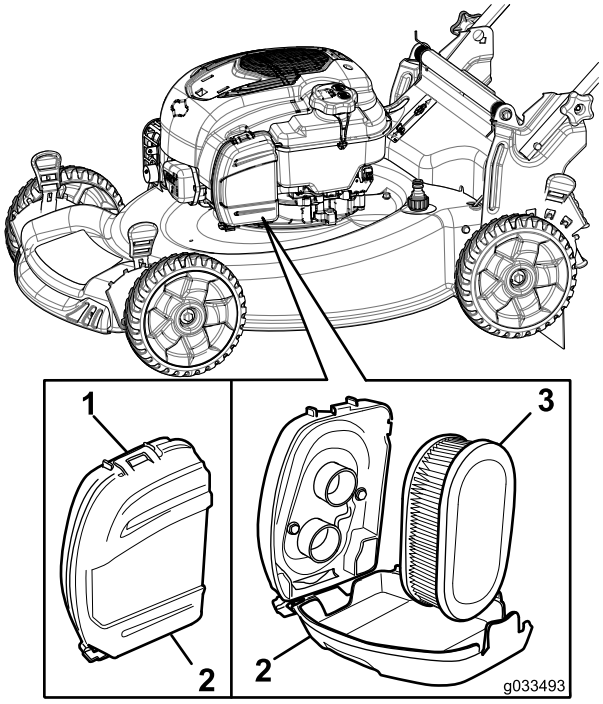

Figura 31
1. Abra los cierres de la parte superior de la tapa del filtro de aire (Figura 31).
2. Retire el filtro de aire (Figura 31).